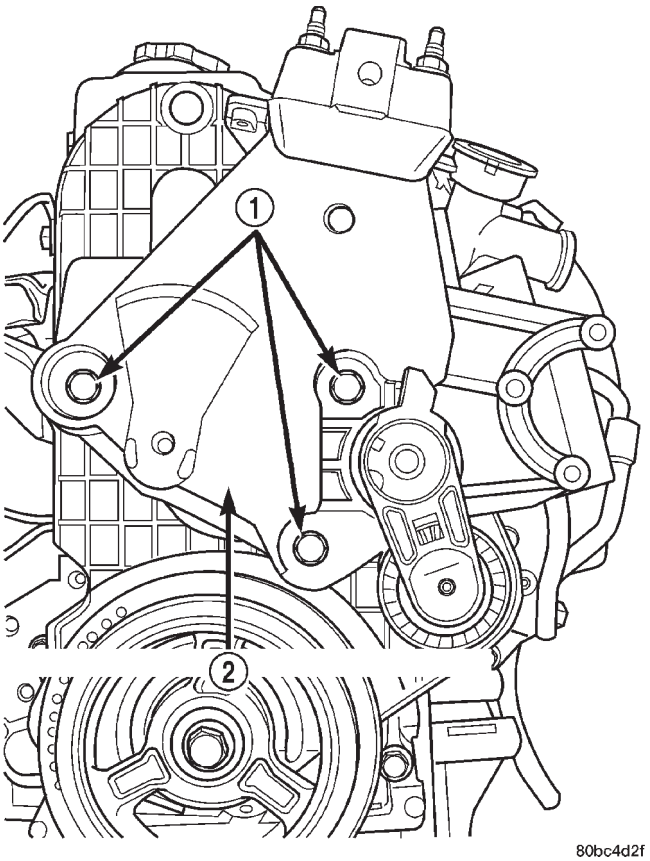

Abb. 70 Halterung der rechten Motoraufhängung
(6) Obere Torsionsstrebe abbauen.
(7) Rechte Motoraufhängung durch die Halterung abbauen.
(8) Servopumpe abbauen und beiseite legen.
(9) Halterung der Motoraufhängung abbauen (Abb. 70).